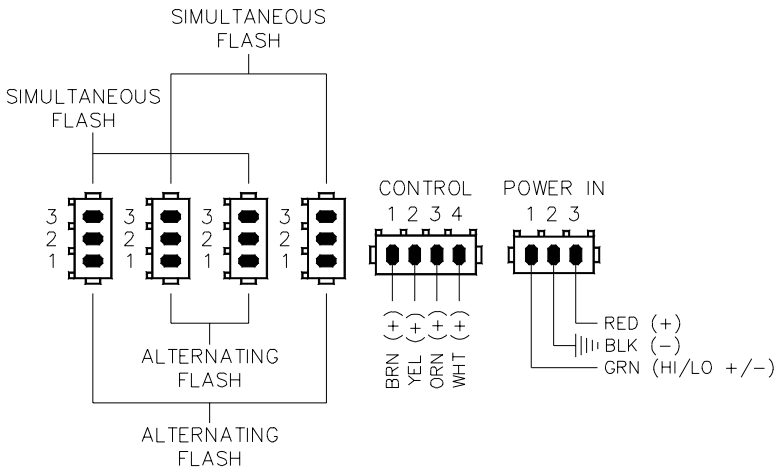

FIGURE 6 - Switching Controls and Strobe Light Outlet Functions
3. Choosing to connect the remote strobe light head assemblies to the alternating or simultaneous flashing functions on the power supply outlets (see Figure 6, page 8).
The following diagrams show some of the wiring configurations possible for various flash modes. All fuses shown are to be customer supplied, and recommended fuse ratings to be observed. All switches are to be customer supplied. Additional variations can be used. Refer to Table 1, Page 7 and Figure 6 to determine the necessary connections.